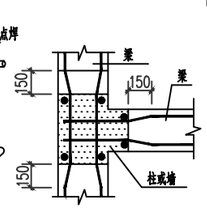

图7.2.9 梁柱同宽梁纵筋构造
7.2.9 当梁宽与柱或墙宽相同时，梁外侧纵向钢筋应稍微弯折，置于柱、墙主筋的内侧，同时增设架立筋，如图7.2.9所示。